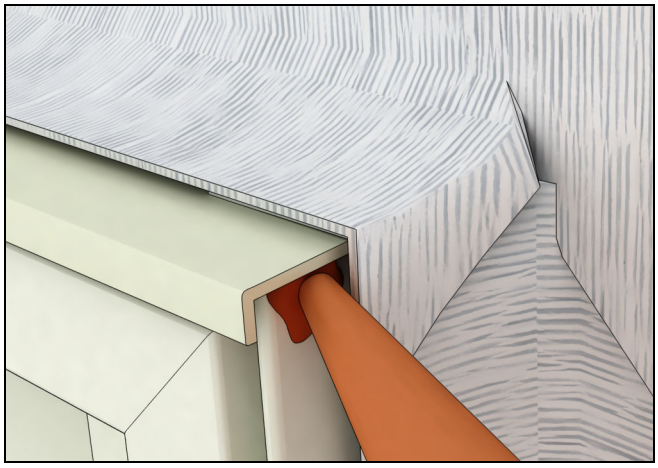

Figure 56
9. Seal the ends of the rigid head flash by injecting sealant at each end. See Figure 56.